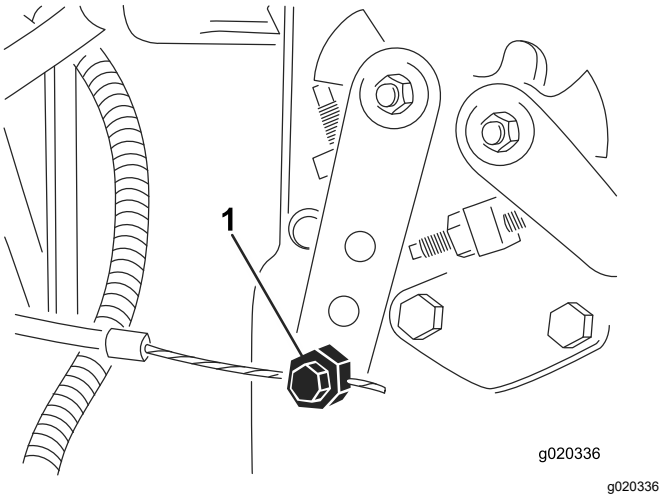

Figuur 77
2. Maak de klem van de gaskabel op de hefboomarm van de injectiepomp los (Figuur 77).